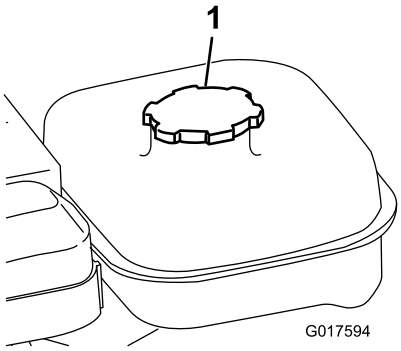

Figur 17
1. Rengjør rundt lokket til drivstofftanken, og ta av lokket (Figur 17).